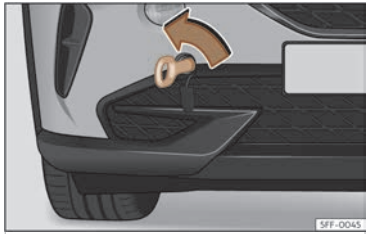

Fig. 200 Part dreta del para-xocs davanter: argolla de remolc enroscada.
- Enrosqueu l'argolla de remolc a l'allotjament girant-la al màxim **en el sentit contrari al de les agulles del rellotge** ››› **fig. 200** , ››› ⓘ. Utilitzeu un objecte adequat amb el qual pugueu enroscar completament i fermament l'argolla de remolc en el seu allotjament.